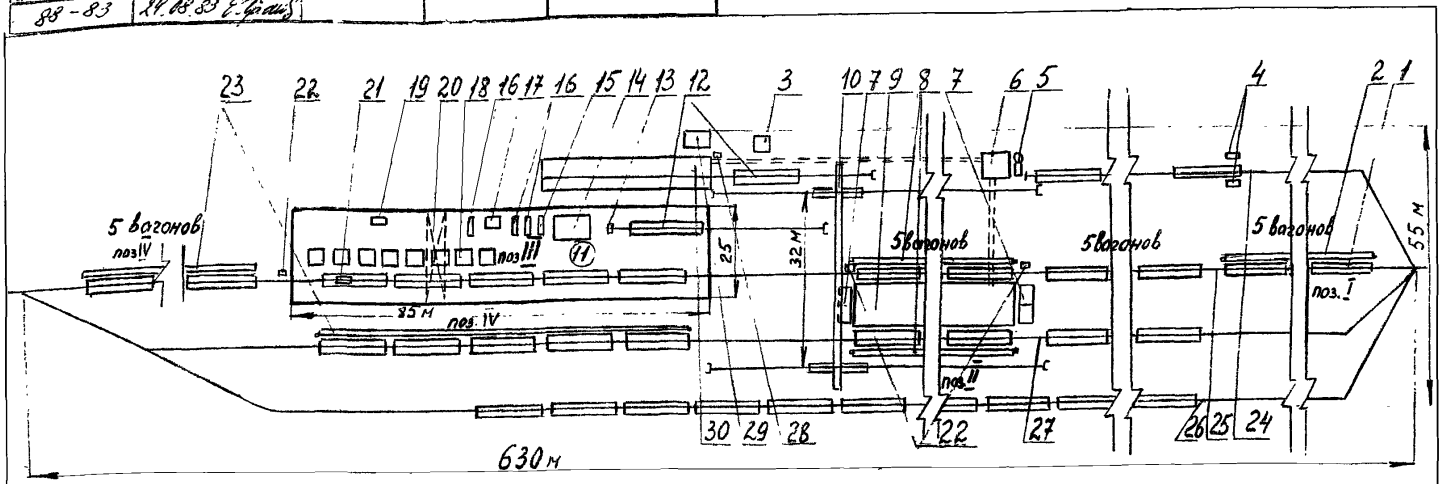

Рис.2. Схема площадки подготовки 40 вагонов для нефтебитума к наливу в сутки.
– путь 27 – для пропарки вагонов, не требующих ремонта опор, и сдачи представителю Главнефтеснаба (по схеме рис.2,4);
подготовки под налив вагонов для нефтебитума на площадке мощностью 40 единиц/сутки (по технологии-см.схему рис.2)